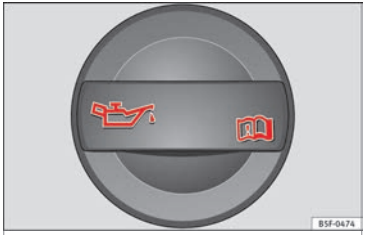

Fig. 168 In the engine compartment: Engine oil filler cap.
- The engine oil filler neck can be recognised by the symbol on the cap ››› Fig. 168 and the dipstick by its coloured handle.